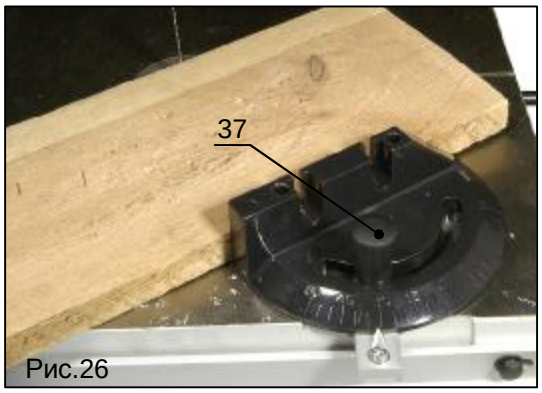

Рис.26
2. Ослабьте винт (поз.37, рис.26) на устройстве.
4. Затяните винт (поз.37, рис.26).